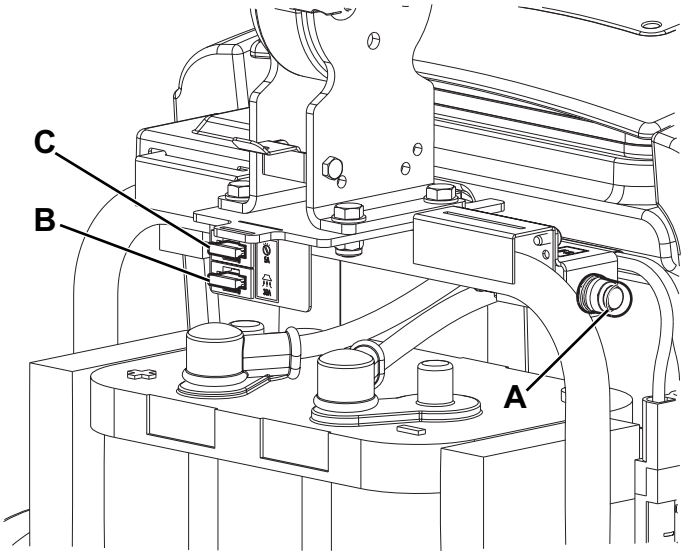

Figure 8
2. Contrôler que la manette (31) du sélecteur de fonctions soit en position « 0 » et débrancher le connecteur de la batterie (7).
3. Ouvrir le couvercle (4) et contrôler si les fusibles suivants sont débranchés ou intacts (Fig. 8) :
- (A) : Fusible restaurable F1 (35 A), moteur brosse.
- (B) : Fusible à lamelle F2 (30 A), moteur système d'aspiration.
- (C) : Fusible à lamelle F3 (5 A), composants auxiliaires.